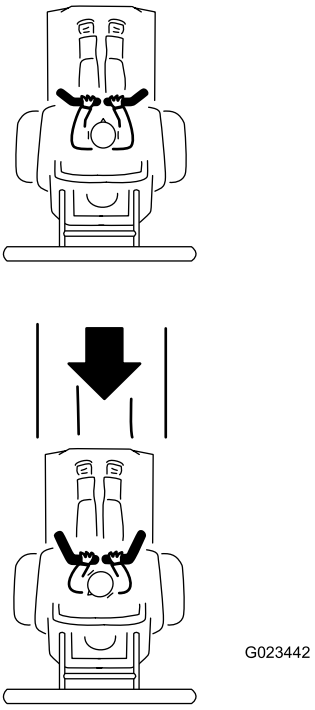

Figur 26
3. Se bak deg og dra kontrollhåndtakene sakte bakover (Figur 26).